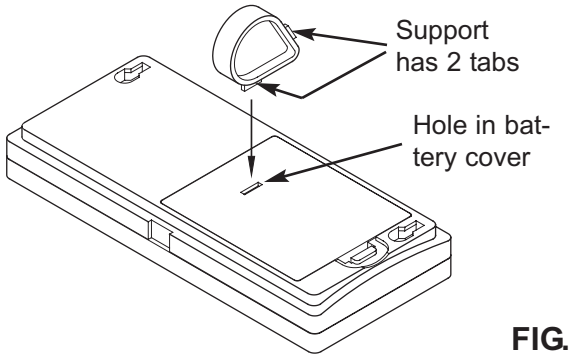

FIG. 84
1. Snap one of the support's two tabs into the rectangular hole on the back of the remote's case (See Figure 84).